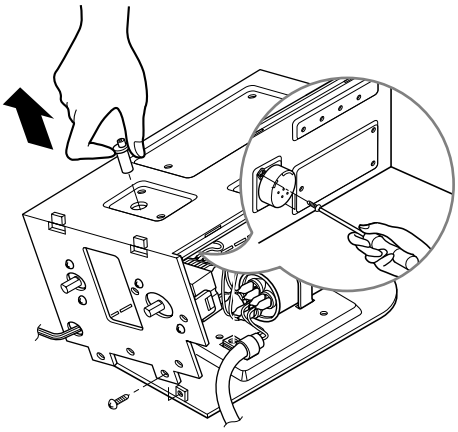

**Figure 15**
5. Remove the 2 screws which fasten the synchronous motor. (See Fig. 15)